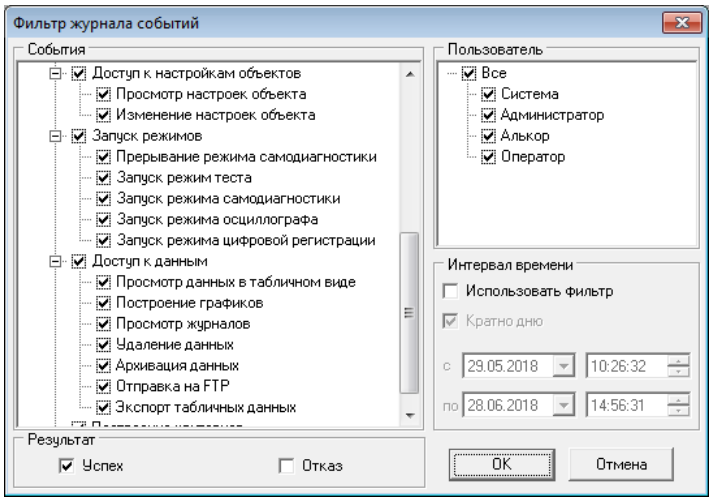

Рис. 30 Диалоговое окно “Фильтр журнала аудита”.
- В появившемся окне **Фильтр журнала аудита** (рис. 30) выберите: